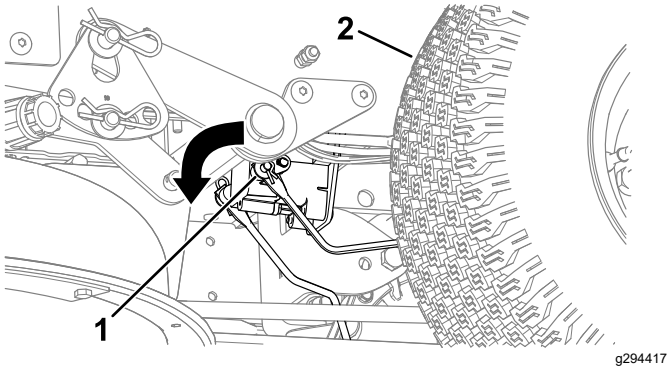

Figura 45
2. Localice el eje del freno eléctrico al que están conectados los brazos de enganche de los frenos (Figura 45).